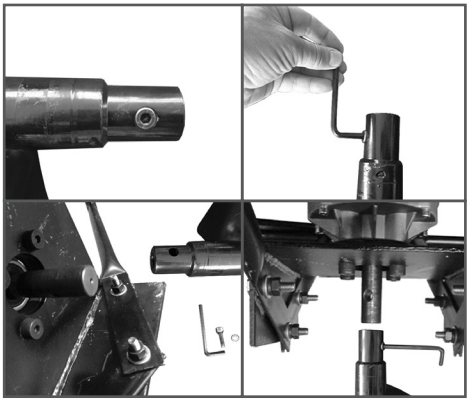

Рис. 3 Установка шнека на мотобур
3. Снимите крепеж со шнека (Рис. 3).